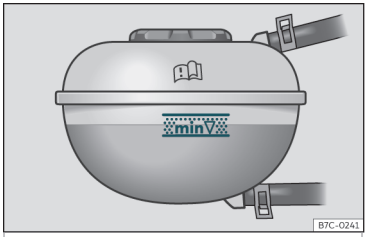

Fig. 259 En el vano motor: marca en el depósito de expansión del líquido refrigerante.
– Lea el nivel del líquido refrigerante en el depósito de expansión del mismo. Con el motor en frío, el nivel de refrigerante debe quedar entre las marcas ››› **fig. 259**. Con el motor caliente, el nivel también puede quedar un poco por encima de la marca superior.